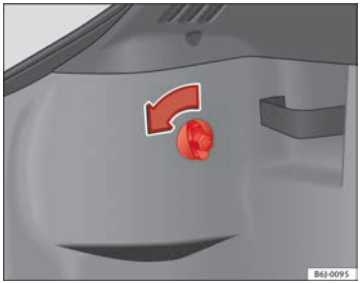

Fig. 165 Acceso a pilotos posteriores
– Gire el tornillo en el sentido de la flecha con la mano o la ayuda de un destornillador ⇒ fig. 165.
– Retire el conector del alojamiento (A) ⇒ fig. 165. ▶